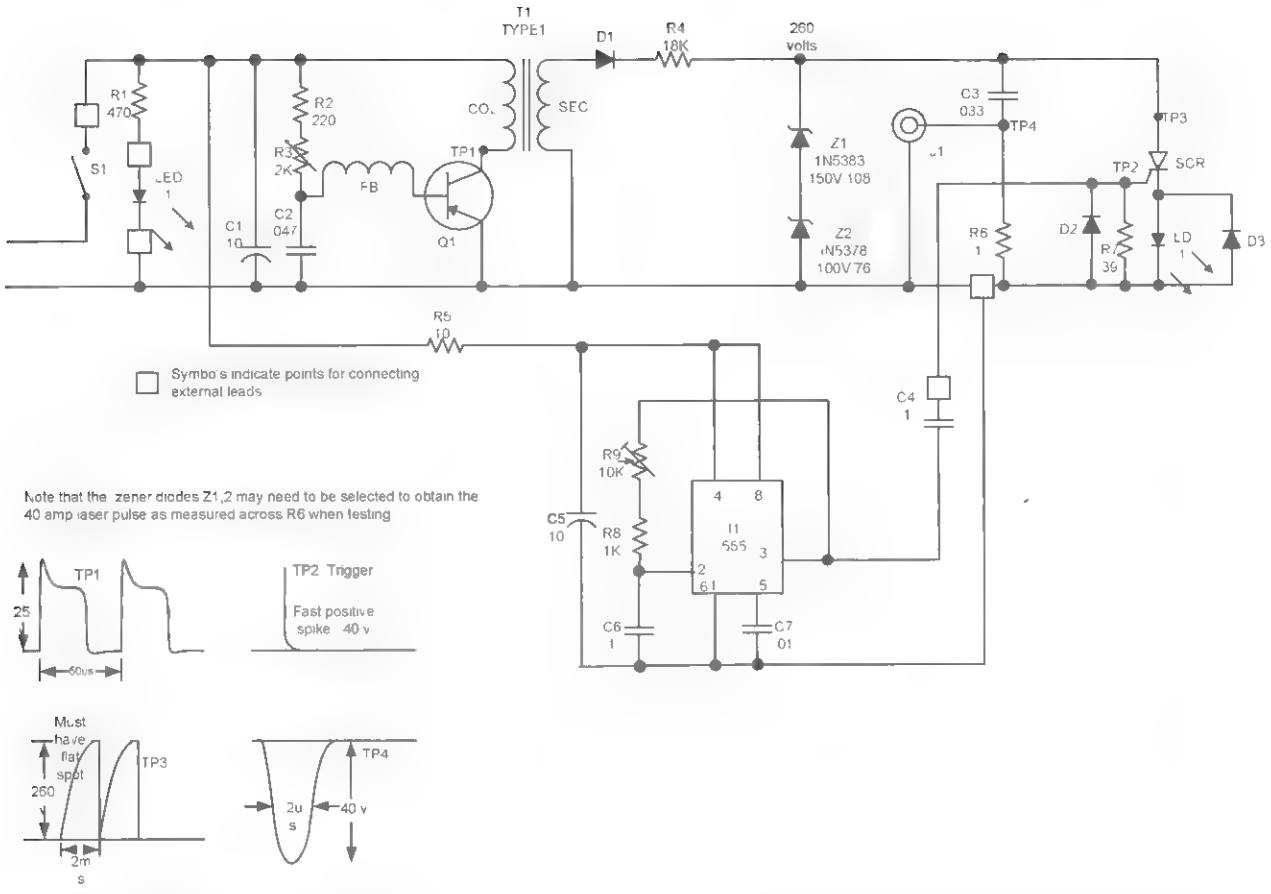

Figure 1-2 *Circuit schematic*
Figure 1-2 shows the inverter section increasing the 12 volts of the portable battery pack to 200 to 300 volts performed by the circuit, which consists of a switching transistor (Q1) and step-up transformer (T1). Q1 conducts until saturated for a time until the base reverse biases and can no longer sustain it at an on state and Q1 turns off. This causes the magnetic field in its collector winding (COL) to collapse, thus producing a stepped-up voltage in the secondary (SEC) of proper phase. The variable resistor (R3) controls the charging current to the capacitor (C2), the transistor turnoff time, and consequently system power.
3. Connect a scope to TP1, as shown in Figure 1-2, and adjust R3 for the waveshape as shown.